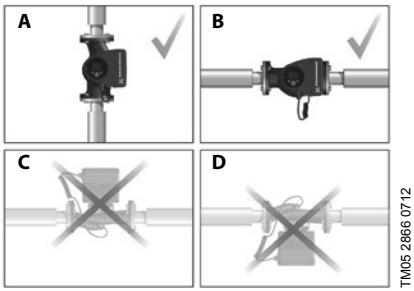

Рис. 13 Насос, установленный с валом электродвигателя в горизонтальном положении
- Правильный монтаж насоса на вертикальном трубопроводе. См. рис. 13, поз. A.
- Правильный монтаж насоса на горизонтальном трубопроводе. См. рис. 13, поз. B.
- Не допускается установка насоса в положении, при котором вал электродвигателя располагается вертикально. См. рис. 13, поз. C и D.